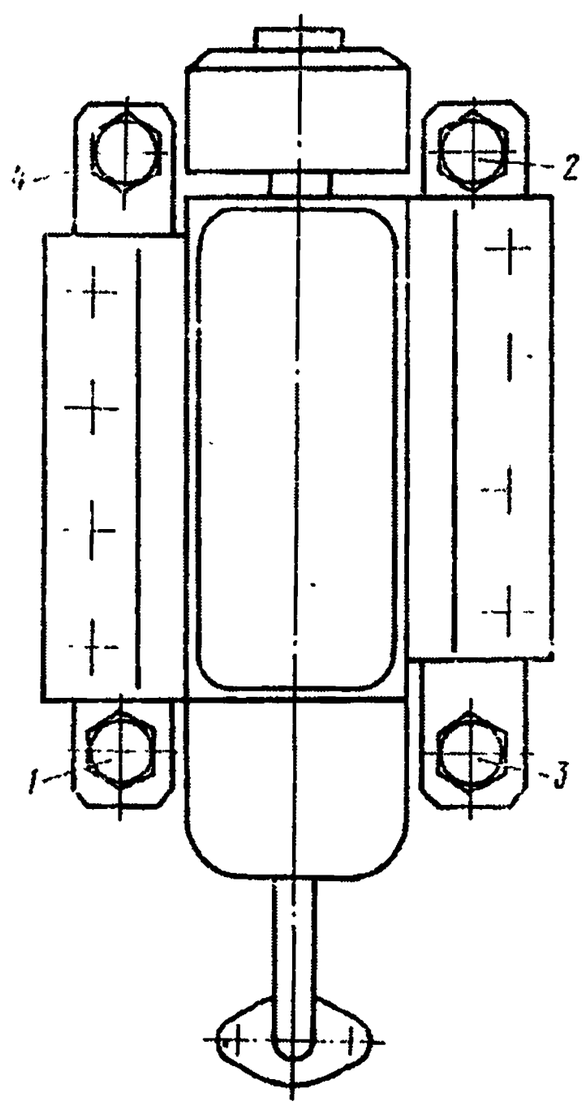

Рис. 8. Порядок затяжки болтов (*1...4*) крепления топливного насоса высокого давления
17. Выверните болты *1—4* крепления ТНВД в порядке, указанном на рис. 8. Снимите ТНВД	Сменная головка 13 мм, ключ 13 мм, вороток
20. Установите и закрепите ТНВД болтами с пружинными шайбами в порядке, указанном на рис. 8	Сменная головка 13 мм, вороток